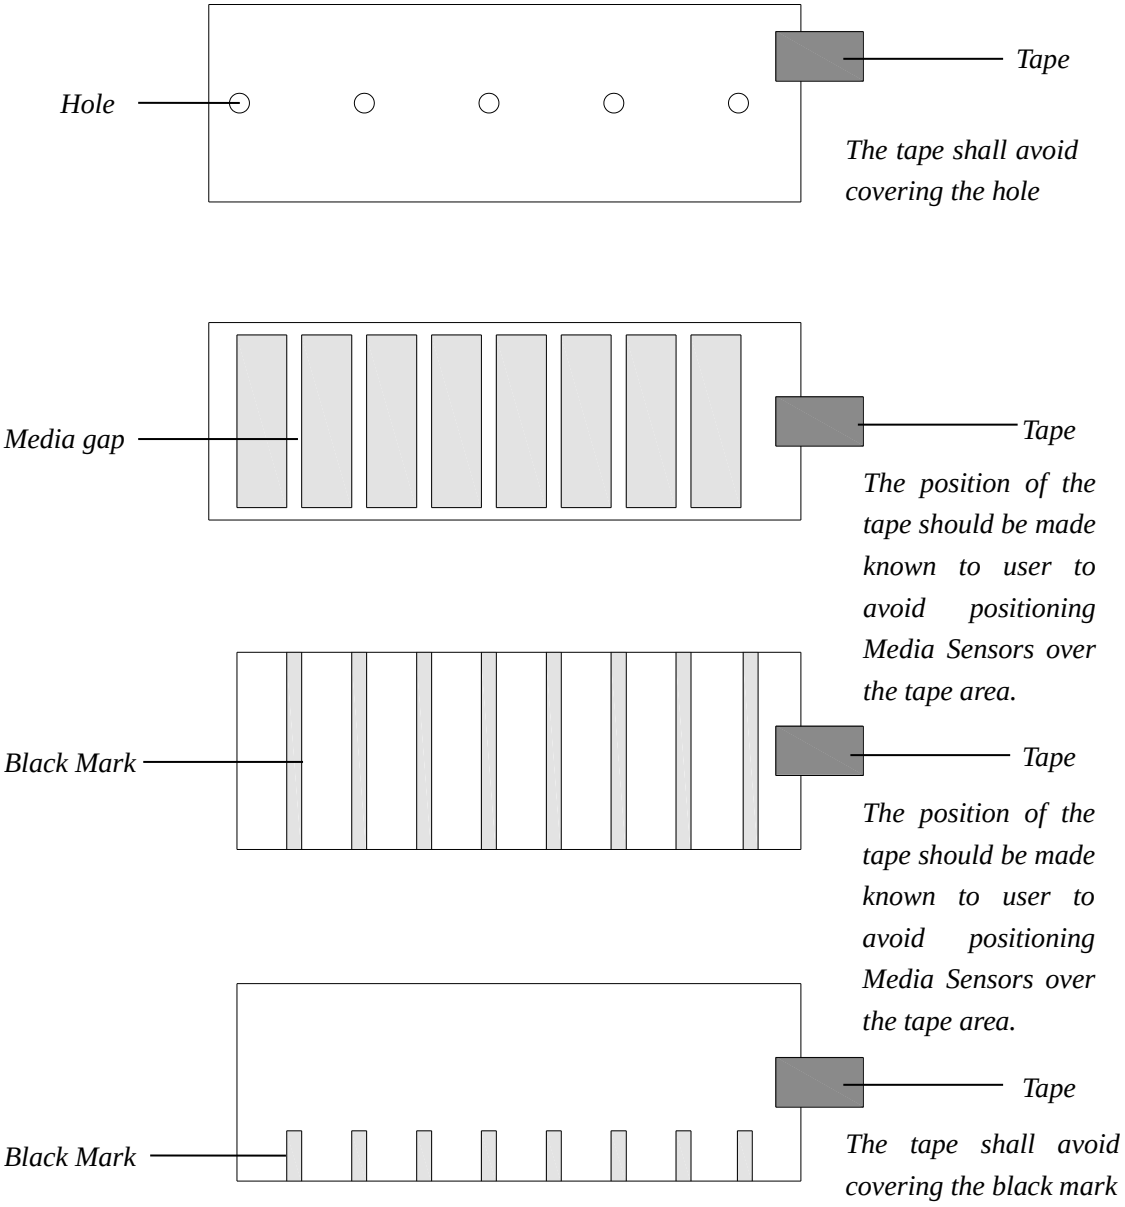

Figure 2-28 End-fixing Tape Position
- *When roll media is produced, the media end would be fixed on the media core with duct tape or scotch tape. If your printer cannot detect the Media Out signal well, please refer to Figure 2-28 to check the position of the tape.*